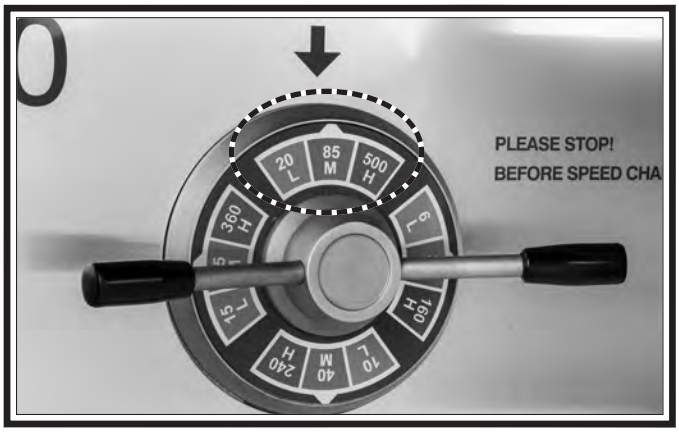

Figure 22. Spindle speed range hub.
8. Rotate spindle speed range hub to **20, 85, 500** range, as shown in **Figure 22**.